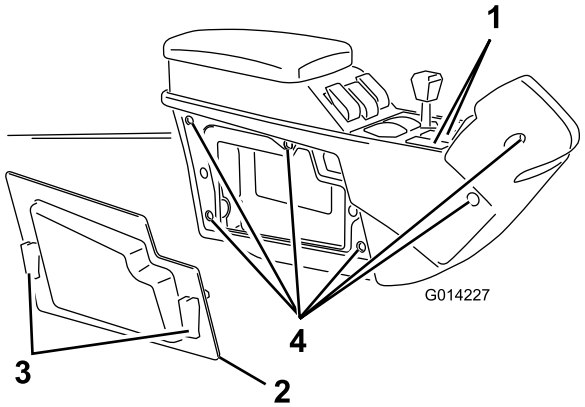

Figur 27
1. Ta bort de två pluggarna i skummarkörsomkopplarhålen på mittkonsolen (Figur 27).
2. Lossa de två snabblåsen och ta bort den högra sidopanelen på mittkonsolen (Figur 27).
3. Ta bort de sex skruvarna som fäster det högra sidoskyddet på mittkonsolen (Figur 27).